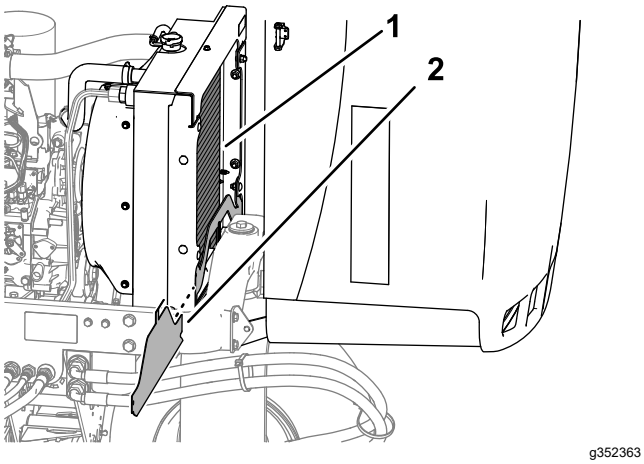

Rysunek 81
4. Zdejmij dolną osłonę chłodnicy (Rysunek 81).
5. Dokładnie oczyść obie strony chłodnicy wodą albo sprężonym powietrzem (Rysunek 81).